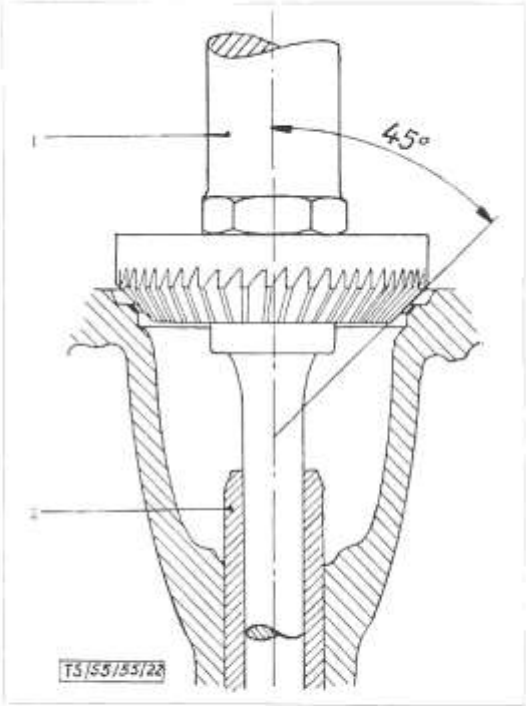

Bild 22: **Nacharbeiten des Ventilsitzes**
3. Den eigentlichen Ventilsitz mit einem 90°-Fräser (22/1) sorgfältig und ohne Rattermarken nur so weit fräsen, bis der Sitz rein wird (Bild 22). Man beachte, daß der Druck gleichmäßig und senkrecht von oben erfolgt.
4. Oberen Ventilsitzdurchmesser messen. Er soll für Auslaß 47 und für Einlaß 51 mm betragen (Bild 22 a). Abweichungen von diesem Wert werden durch Nachsetzen mit Reguliersenker (21/1) korrigiert.
5. Die Breite des zylindrischen Teiles der Bohrung unter dem Ventilsitz messen und gegebenenfalls mit Reguliersenker nachsetzen, bis die Breite mindestens 2 mm beträgt (Bild 22 a).
6. Ventilsitztiefe mit Lehre messen (Bild 22 b). Die Lehren passen auf Zylinderköpfe im Originalzustand. Der weggefräste Teil zwischen Lehre und Ventilausfräsung oberhalb des Ventilsitzes wird mit Fühllehre festgestellt.